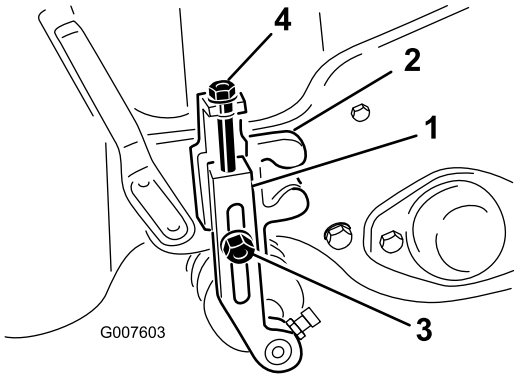

Figur 51
2. Løsne på låsemutrene som holder klippehøydearmen festet til klippehøydebraketten (Figur 51).